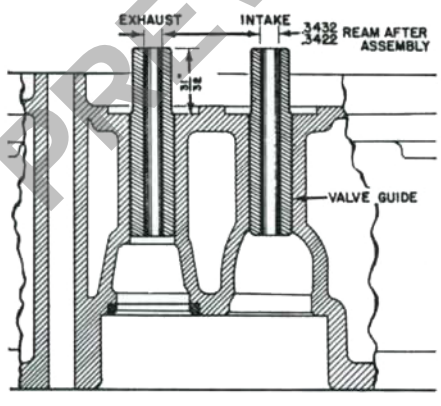
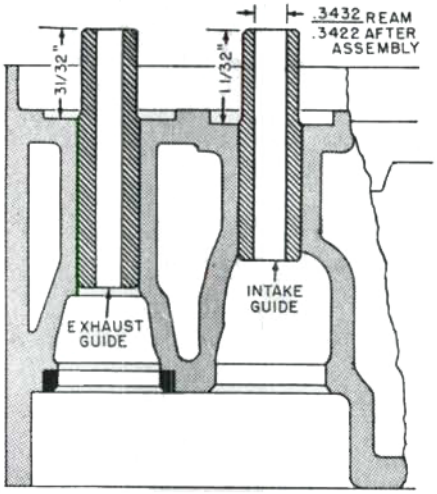

Fig. C760—Sectional view of the 300 non-diesel cylinder head, showing proper installation of valve guides.
Fig. C760A—Sectional view of 200B, 300B, 350, 400B, 500B and 600B cylinder head showing proper valve guide installation.
14. Intake and exhaust valve guides should be pressed out from bottom of head so they emerge at top of head. On the 300, press new guides into top of cylinder head until top of guide protrudes $\frac{11}{32}$-inch above spring counterbore as shown in Fig. C760. On the 200B, 300B, 350, 400B, 500B and 600B, refer to Fig. C760A and press new guides into top of head until guide protrusion above the spring seat counterbore is $\frac{11}{32}$-inch for the exhaust, $1\frac{1}{32}$ inches for the intake. Ream the guides after installation to an inside diameter of 0.3422-0.3432. This provides a normal stem to guide clearance of 0.0008-0.0026 for the intake, 0.0032-0.0050 for the exhaust.